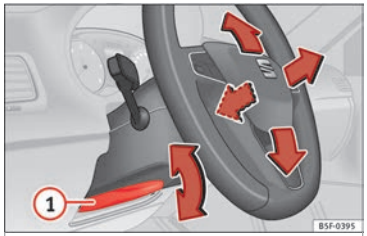

Fig. 19 Lever in the lower left side of the steering column.
- Adjusting the position of the steering wheel: Pull the ››› **Fig. 19** (1) lever down, move the steering wheel to the desired position and lift the lever back up until it locks.